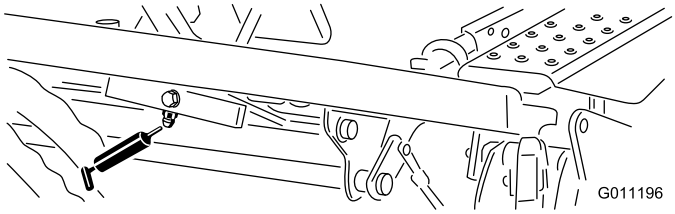

Figur 29
- Klipperløftetapp (Figur 29).